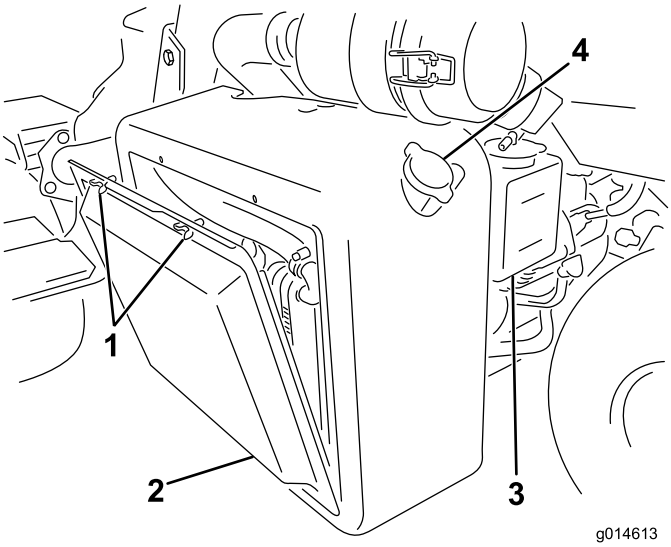

**Figur 54**
1. Ta bort kylargallret (Figur 54).